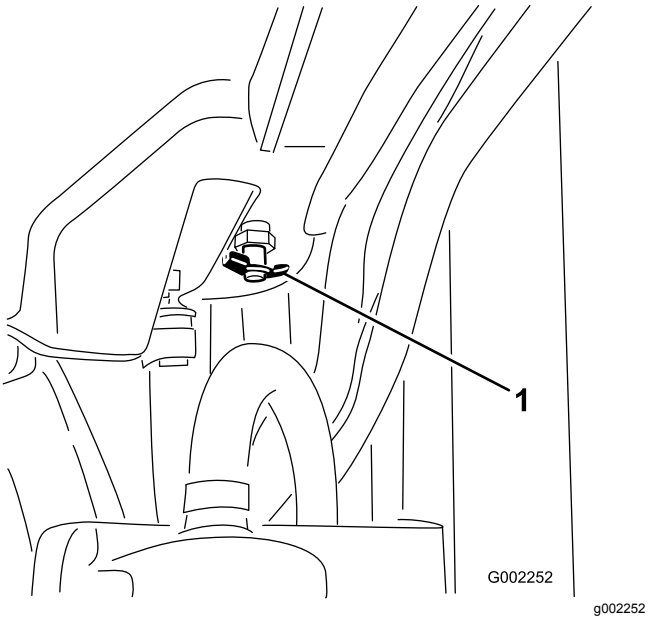

Figura 56
4. Abra el tapón de vaciado (Figura 56) y deje que el refrigerante se drene al recipiente.